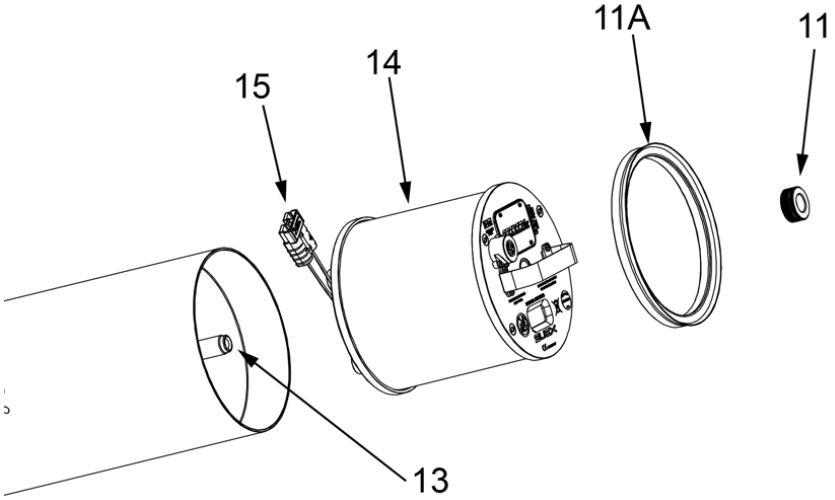

Fig 28 - Estrazione della batteria
Tolto il musone svitare la ghiera (11), estrarre l'anello drop drap (11A) e rimuovere la batteria (14) tirandola verso l'alto sfilandola dall'asta (13 - **Fig 28 - a pag. 24**). Alla completa estrazione della batteria, scollegare il connettore rosso (15).